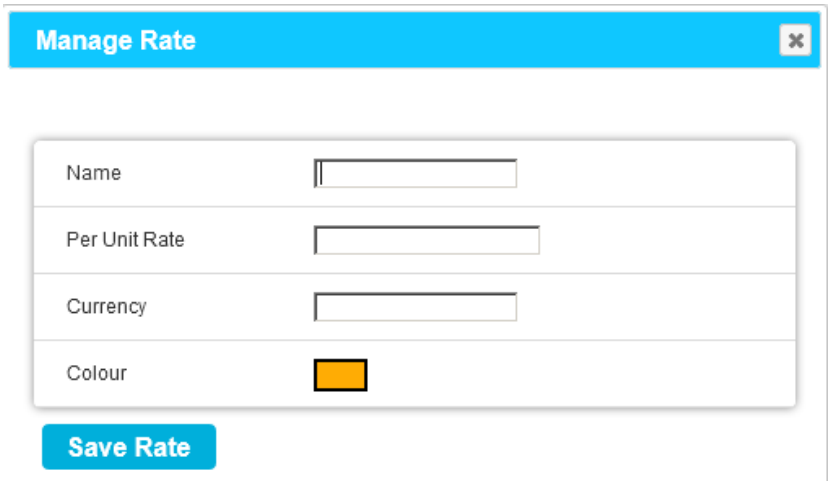

Figure 30
- The **Manage Rate** window is displayed. See Figure 30 below: